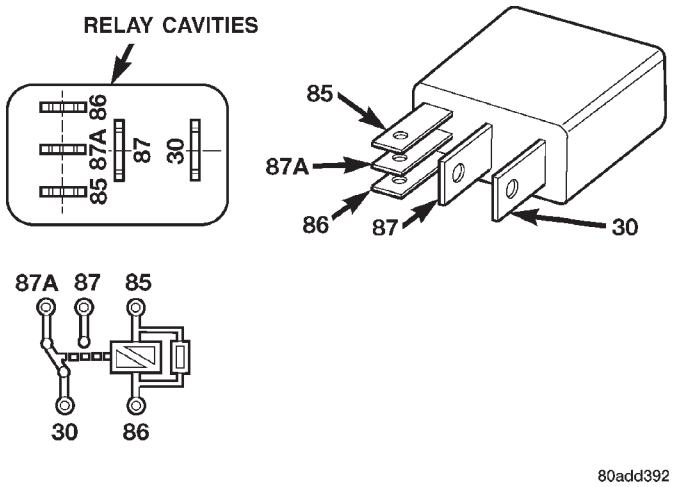

Fig. 14 FUEL PUMP RELAY - TYPE 2
(15) If equipped with **type–2 relay** (Fig. 14), attach test leads from LCS adapter into PDC relay cavities number 30 and 87. For location of these cavities, refer to numbers stamped to bottom of relay (Fig. 14).